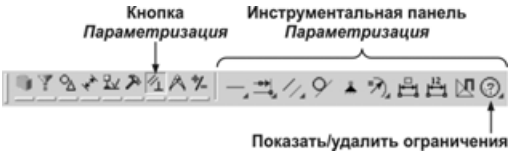

Рис. 5.10
- Щелчком на кнопке **Параметризация** панели переключений откройте одноименную инструментальную панель (рис. 5.10).